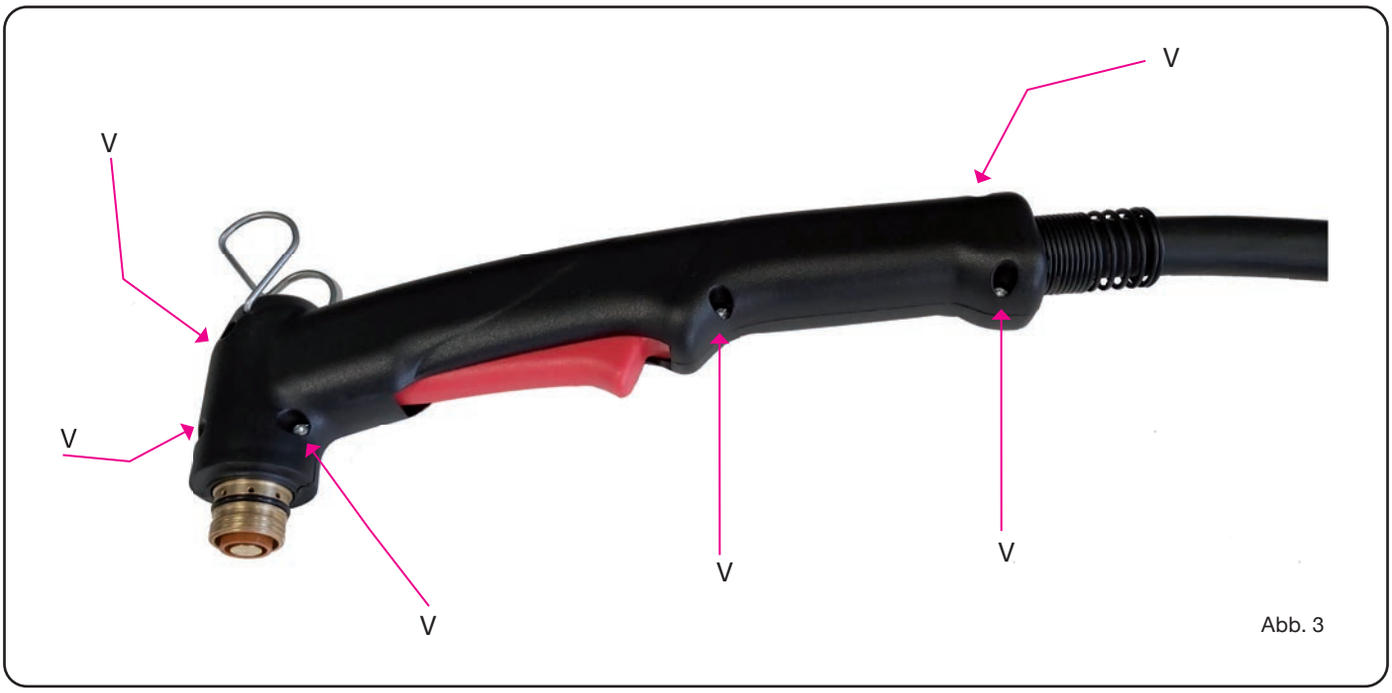

Abb. 3
- Die 6 Schrauben **V** (siehe Abb. 3) ausschrauben und die linke Griffhälfte entfernen.